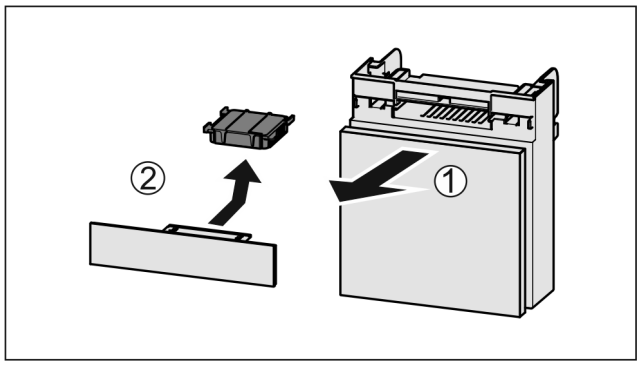

*Fig. 154*
▶ Zásuvku vytáhněte dopředu *Fig. 154 (1)*.
▶ Filtr s aktivním uhlím vyjměte *Fig. 154 (2)*.